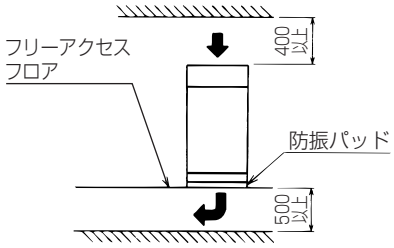

図2
- フリーアクセスフロアの床上げ高さとユニットの吸込部の高さは図2に示した寸法以上を必ず確保してください。